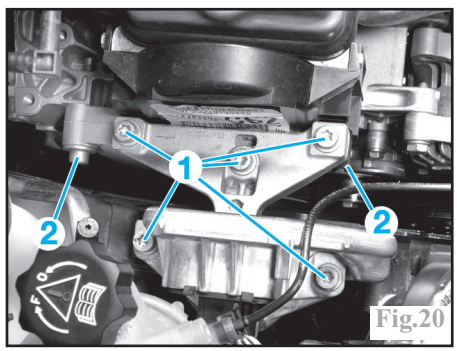

Fig.20
Déposer les vis du support moteur droit (1) (Fig.20).
Desserrer les vis horizontales (2) du support moteur sans les déposer (Fig.20).